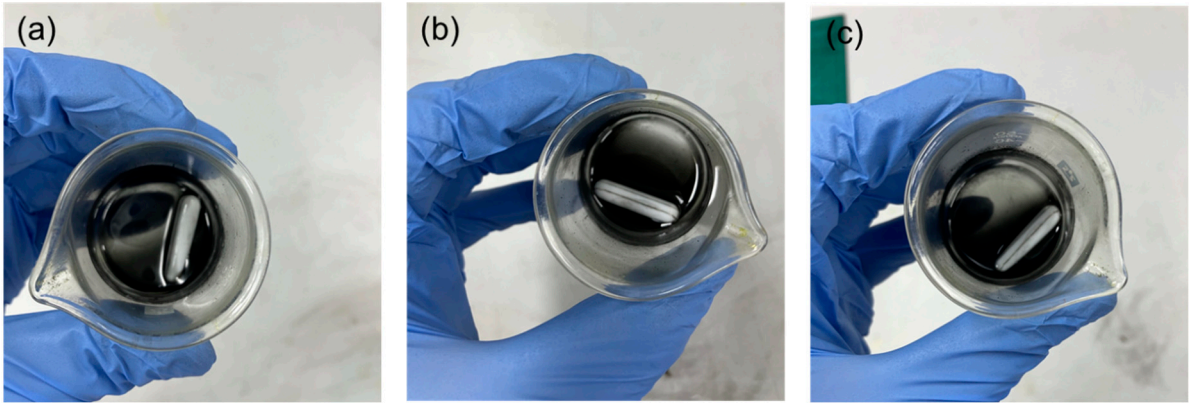

Figure S2. Photograph of GPN dispersed in epoxy resin of (a) SV-GPN0.5, (b) SV-GPN1 and (c) SV-GPN2. Note that the sample did not include AFD hardener.
[a] h_{before}^{epoxy} is the height of the epoxide ring peak before the curing reaction. [b] h_{before}^{ether} is the height of the ether bond before the curing reaction. [c] h_{after}^{epoxy} is the height of the epoxide ring after the curing reaction. [d] h_{after}^{ether} is the height of the ether bond after the curing reaction. [e] Degree of curing is calculated through Eq. (2). FTIR graph is drawn in Figure S2.